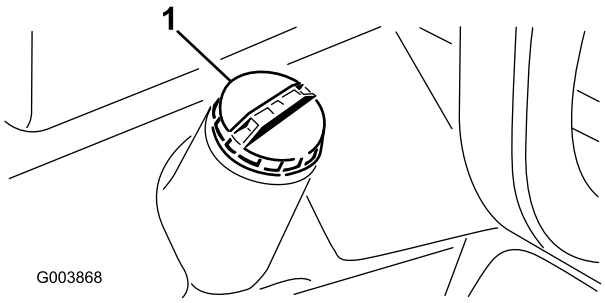

Figur 26
1. Fjern tanklokket (Figur 26).